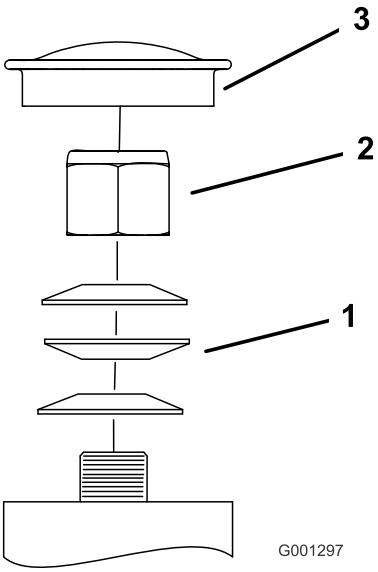

Figura 60
3. Retire el tapón guardapolvo de la rueda giratoria y apriete la contratuerca (Figura 60).
4. Apriete la contratuerca hasta que las arandelas de muelle estén planas, luego afloje ¼ de vuelta para establecer la pre-carga correcta de los cojinetes (Figura 60).
Importante: **Asegúrese de que las arandelas de muelle están correctamente instaladas, según se muestra en Figura 60.**
5. Coloque el tapón anti-polvo (Figura 60).